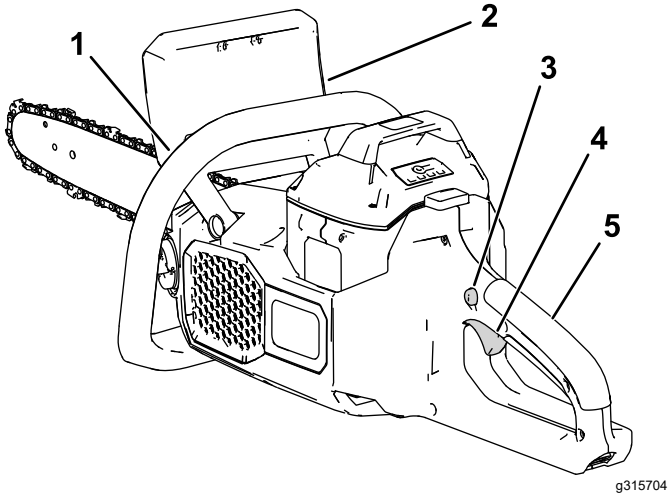

**Figuur 9**
7. Met de linkerhand op de voorhandgreep en de rechterhand op de achterhandgreep: druk de vergrendeling in en dan de trekker (Figuur 9).